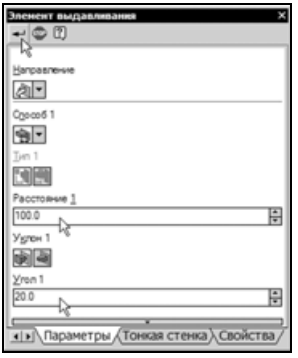

Рис. 6.164
- Закройте эскиз и примените к нему операцию **Операция выдавливания,** как на рис. 6.164. Система выполнит построение усеченной пирамиды.